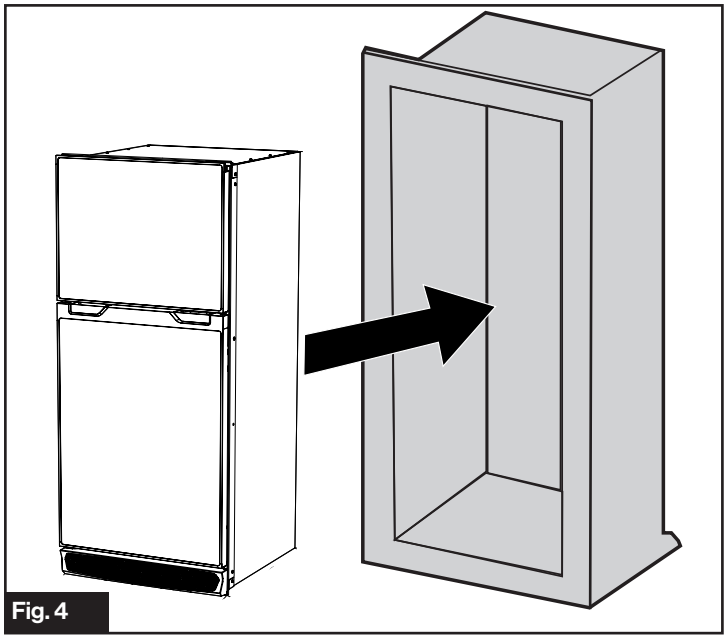

Fig. 4
1. Glissez l'appareil dans le boîtier. Veillez à ne pas frotter le châssis et le câble l'un contre l'autre pendant l'installation. (Fig. 4)
1. Placez le réfrigérateur dans le boîtier, tel que décrit dans la Fig. 4 de la section « **Installation sans accès à la paroi latérale** ». Ne prenez pas en compte les branchements électriques à ce stade.